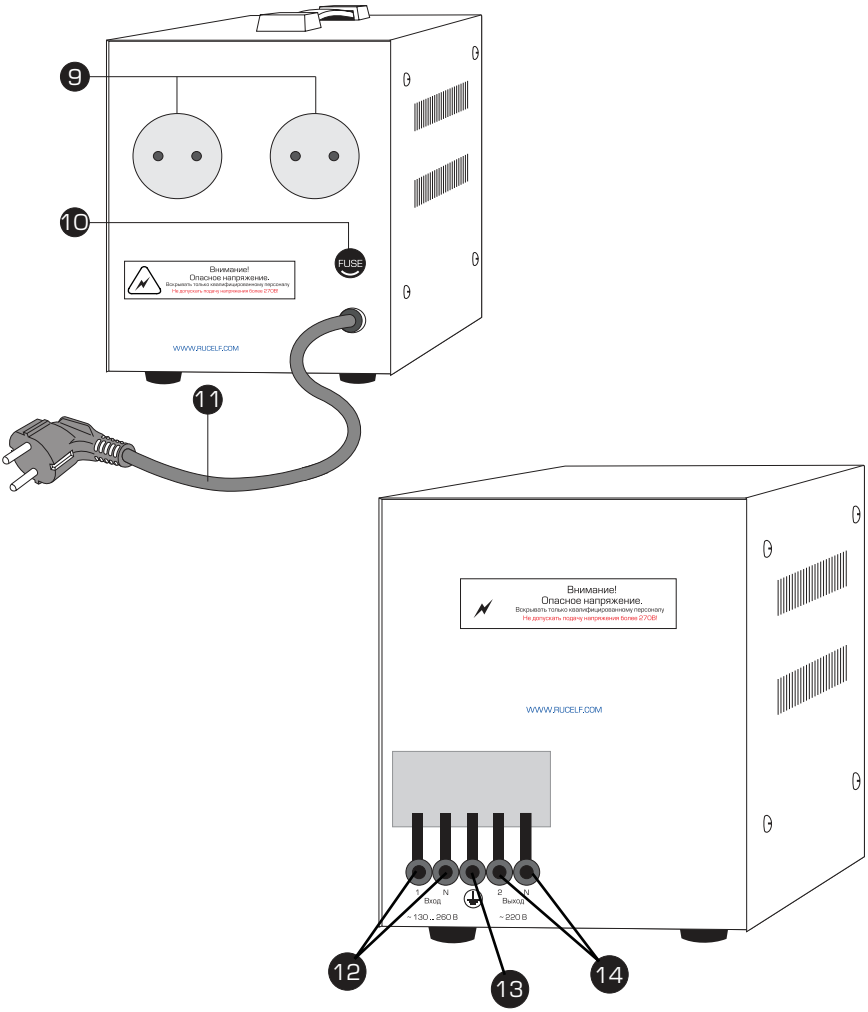

Рис. 3
- Подключити навантаження до клем чи розетки №9,14 (рис.3) вихідної напруги.
- Підключити до мережі 220 В шнур живлення чи пару вхідних клем №11, 12 (рис. 3) на задній панелі стабілізатора.